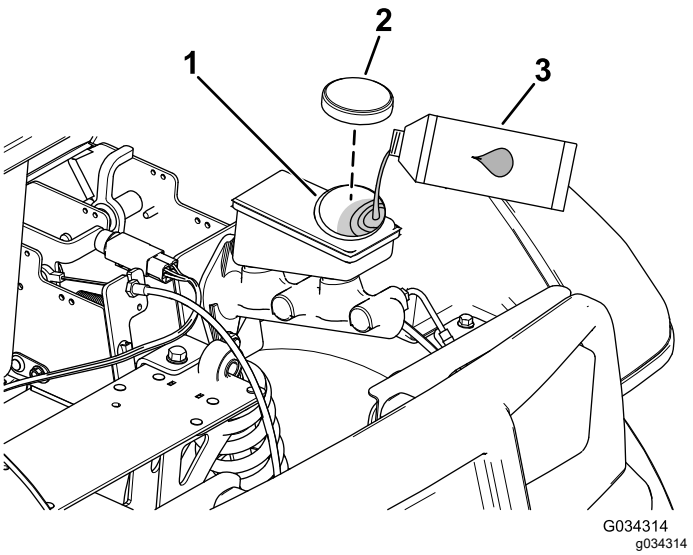

**Figuur 51**
2. Open de motorkap om toegang te krijgen tot de hoofdremcilinder en het reservoir (Figuur 51).
A. Reinig de omgeving van de reservoirdop en verwijder de dop (Figuur 51).
C. Plaats de dop weer op het reservoir (Figuur 51).